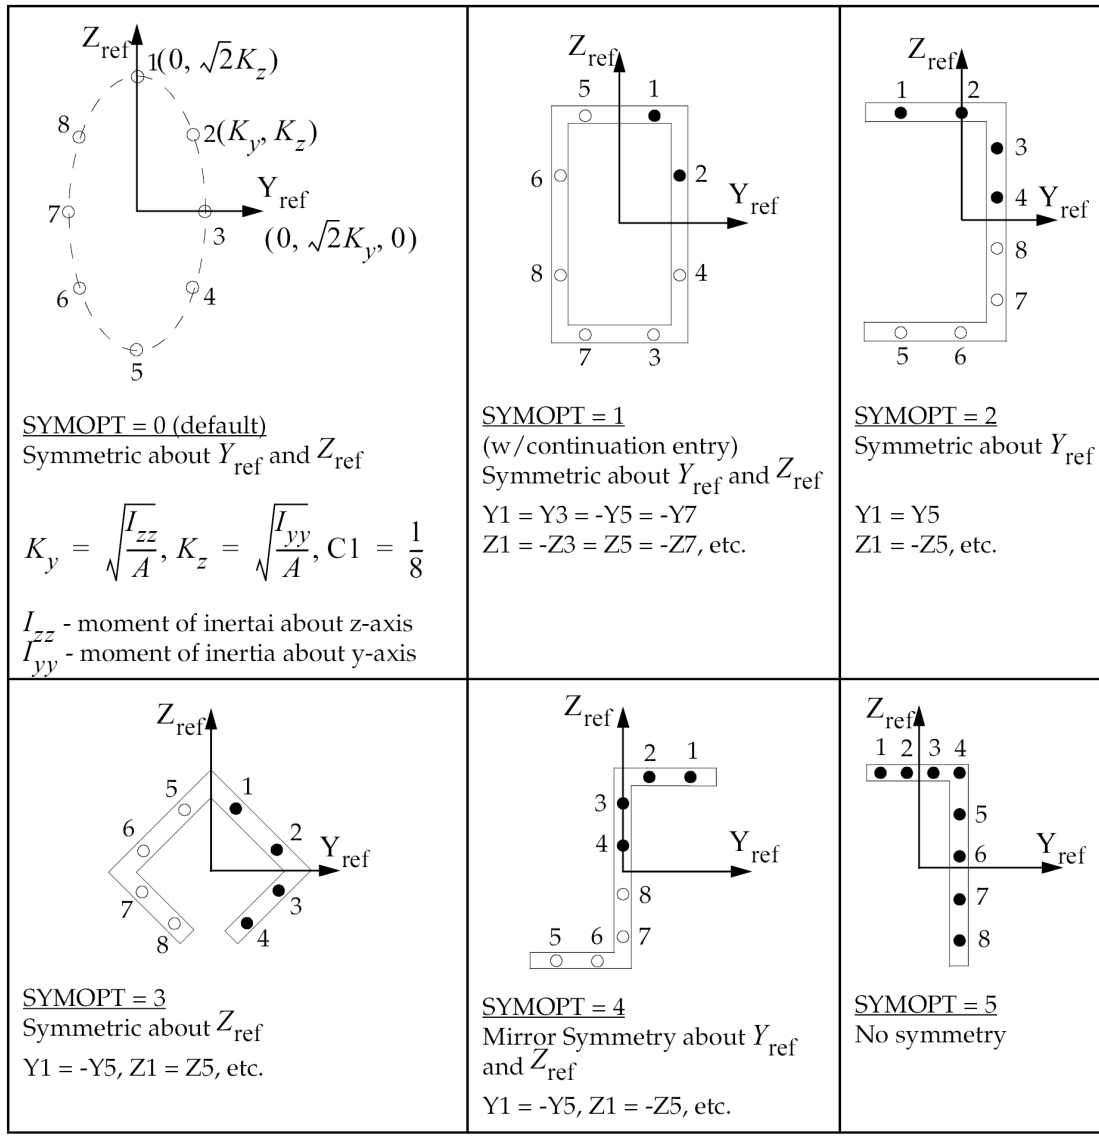
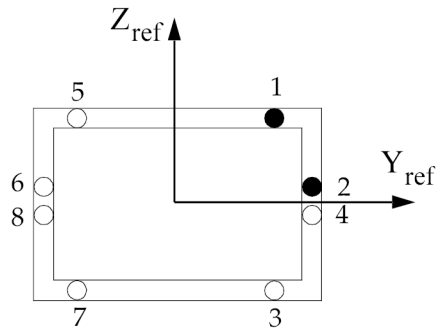

Figure 16-4. PBCOMP Entry SYMOPT Type Examples with 8 Lumped Areas
Figure 16-5. Doubly Symmetric PBCOMP Section
SYMOPT	Symmetry option to input lumped areas for the beam cross section. See Figure 16-5 and Remark 7 . (0 ≤ Integer ≤ 5; Default = 0)
1. The PID number must be unique with respect to other PBCOMP entries as well as PBEAM entries. The second continuation entry may be repeated 18 more times. If SECTION = 5 a maximum of 21 continuation entries is allowed; i.e., a maximum of 20 lumped areas may be input. If SECTION = 1 through 4, the total number of areas input plus the total number generated by symmetry must not exceed 20. If these are not specified, the program defaults, as usual, to the elliptically distributed eight nonlinear rods. See Figure 16-4.
3. For the case where the user specifies I1, I2 and I12 on the parent entry, the stress-output location may also be specified on continuation entries. The (y,z) coordinates specified on these entries will serve as stress output locations with the corresponding Ci's set to 0. Stress output is provided at the first four lumped area locations only. If one of the symmetry options is used and fewer than four lumped areas are input explicitly, the sequence of output locations in the imaged quadrants is shown in Figure 16-4. For one specific example in the model shown in Remark 7 (Figure 16-5), output can be obtained at points 1 and 2 and in the image points 3 and 4.
7. As can be seen from Figure 16-4, if the user chooses to leave the SECTION field blank, the program defaults to the elliptically distributed eight nonlinear rods, similar to the PBEAM entry. For this particular case it is illegal to supply Ci and MIDi values. For a doubly symmetric section (SECTION = 1), if the lumped areas are specified on either axis, the symmetry option will double the areas. For example, for the section shown in Figure 16-5, points 2 and 4 are coincident and